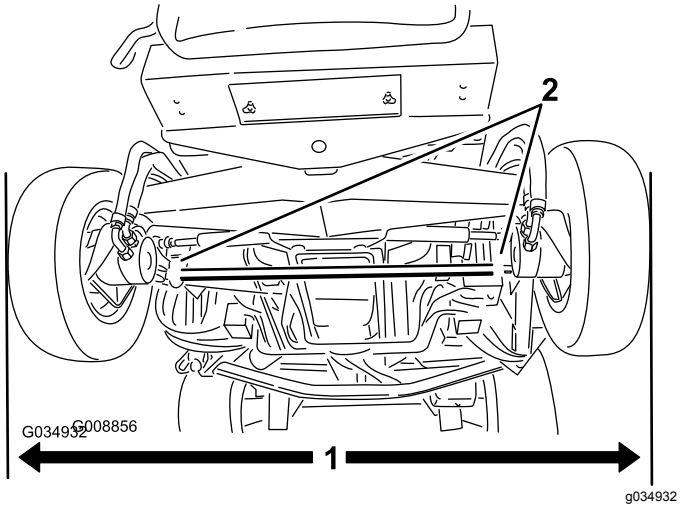

Figur 105
1. Se till att bakdäcken står i rakt läge och mät det yttre avståndet (i axelhöjd) framtill och baktill på bakdäcken (Figur 105).
2. Lossa klämmorna på dragstängernas bägge ändar för att justera skränkningen (Figur 105).